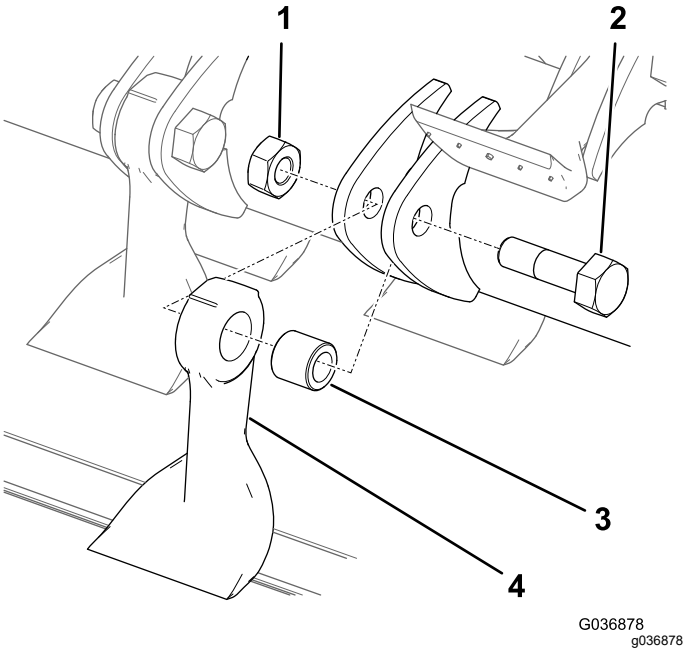

Figuur 74
8. Houd het mes vast met een vod of een gevoerde handschoen terwijl u de moer, bout, bus en het mes verwijdert (Figuur 74).
10. Monteer een nieuw mes en een nieuwe lagerbus; gebruik hierbij een nieuwe moer en mesbout (Figuur 74).